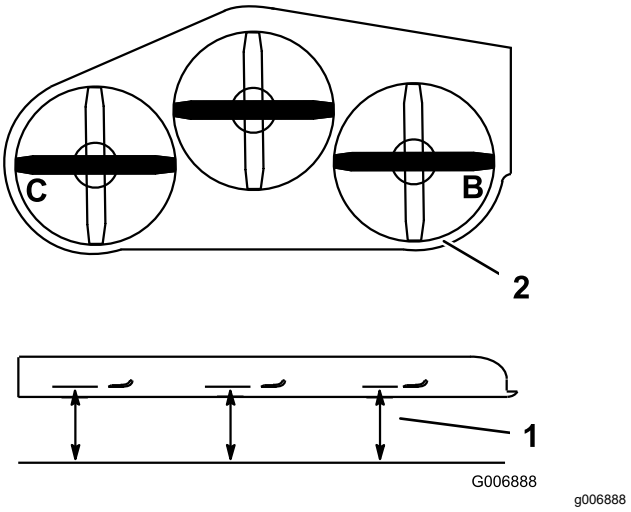

Figura 91
4. Mida en las posiciones **B** y **C** desde una superficie nivelada hasta el filo de corte de los extremos de las cuchillas (Figura 91).